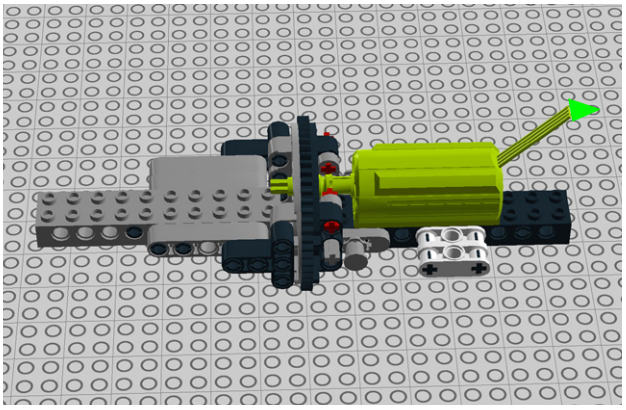

Figure 7-92. *Step 85: Attaching the motor to the arm*
85. Attach the motor to the arm assembly; the motor's 8-tooth gear should mesh with the turntable's teeth. Figure 7-92 shows the assembly.